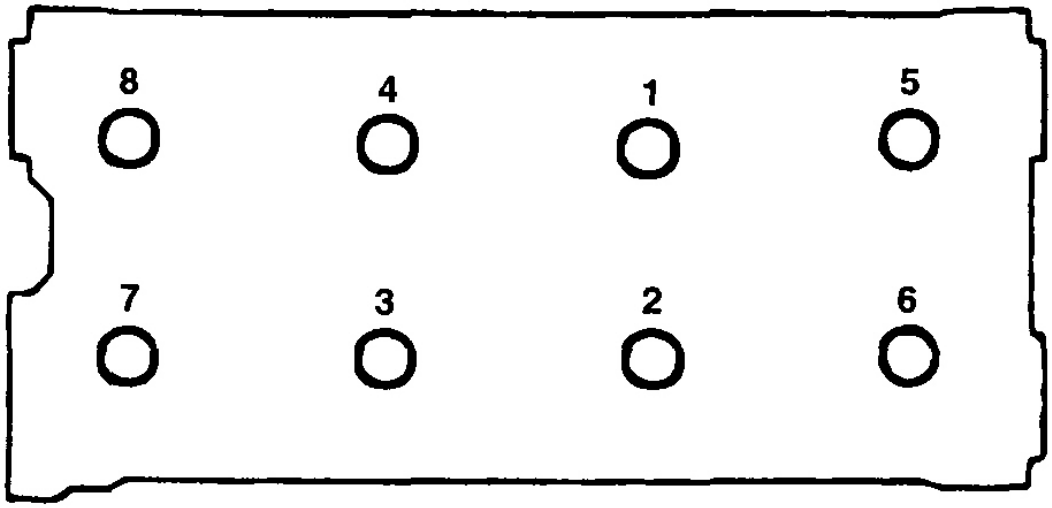

Fig. 79: Identifying Tightening Sequence Of Cylinder Head Bolts
9. Tighten the cylinder head bolts in the sequence shown in **Fig. 79** with a torque wrench.
10. Tighten the cylinder head bolts. Starting at top center, tighten all cylinder head bolts in sequence as shown in **Fig. 79** , using the 12 mm socket.